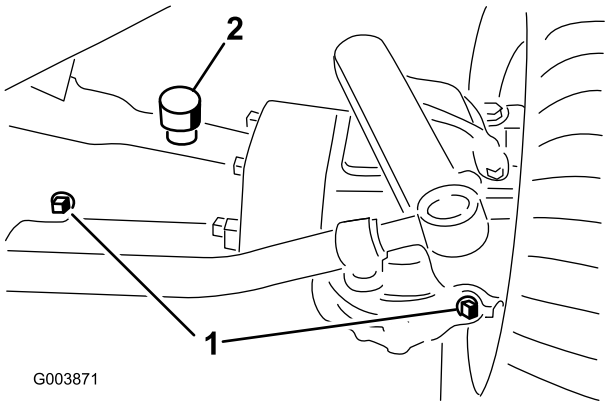
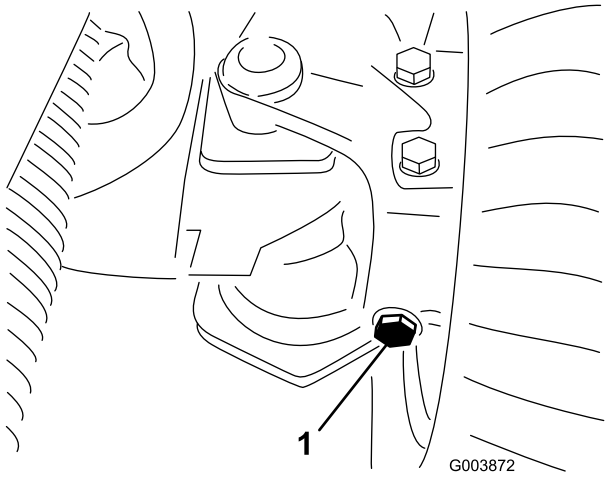

Figur 29
Figur 30
2. Fjern de tre kontrolpropper fra akslen (Figur 29 og Figur 30), og sørg for, at smøreolien når op til bunden af hvert hul.